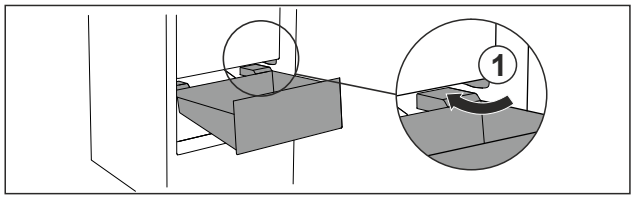

Fig. 87
▶ Guide drawer in at an angle around the stoppers *Fig. 87 (1)*.